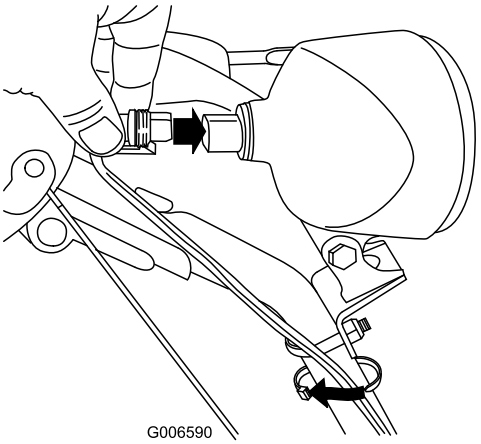

Figur 66
6. Sæt ledningsstikket ind bag på forlygten, indtil det sidder korrekt fast (Figur 66).